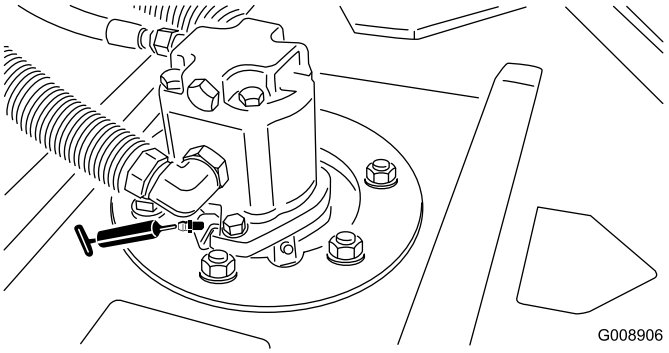

Figuur 43
- Lagers van spilas van maaidek (1 per maaidek) (Figuur 43)